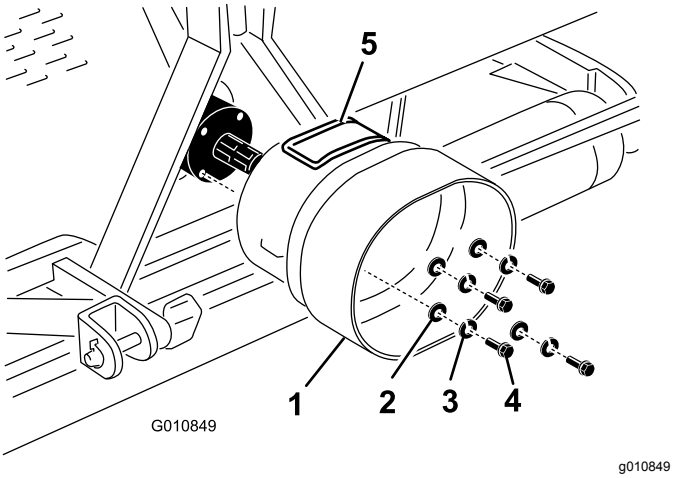

**Figur 22**
1. Ta bort de fyra skruvarna, låsbrickorna och planbrickorna som är fästa på baksidan av luftarens växellåda (Figur 22).
2. Montera kraftuttagsskyddet på luftarens växellåda med fästelementen som du tog bort tidigare (Figur 22). När du monterar kraftuttagsskyddet ska du se till att åtkomstpanelen (Figur 22) är placerad ovanför eller på sidan om den beroende på luftarens ramkonfiguration.
**Obs:** Du kan öppna åtkomstpanelen (Figur 22) så blir det lättare att ta bort och sätta dit fästelementen för kraftuttagsaxeln.